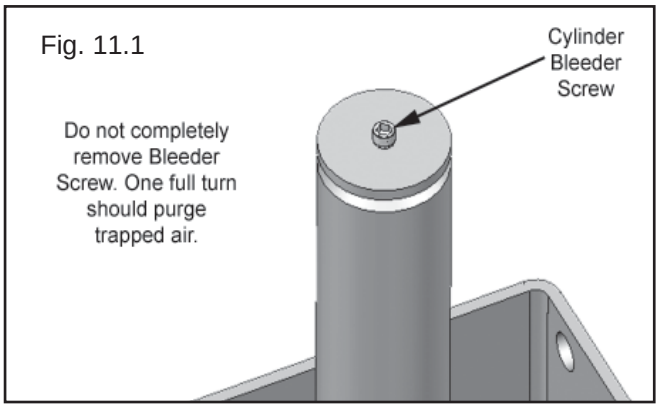

Fig. 11.1
1.With the lift in an elevated position, the hoses connected and the oil reservoir full, LOOSEN the Bleeder Screws located at the top of each Hydraulic Cylinder using a 3/16" Allen wrench. DO NOT completely remove the Bleeder Screws. Watch and listen as trapped air escapes the Cylinders and fluid beings to weep from the screw area. Once steady fluid appears, re-tighten the Bleeder Screw. (See Fig. 11.1)